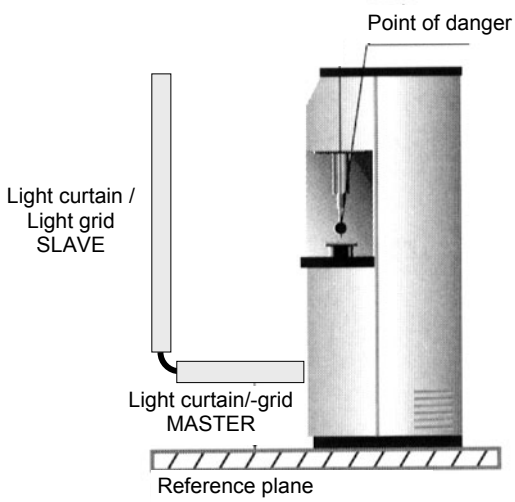

Figure 3
The most common application is shown in Figure 3: the horizontal barrier (A) has been installed to detect the presence of a person between the vertical barrier (B) and the dangerous machine at system power-up or restart.